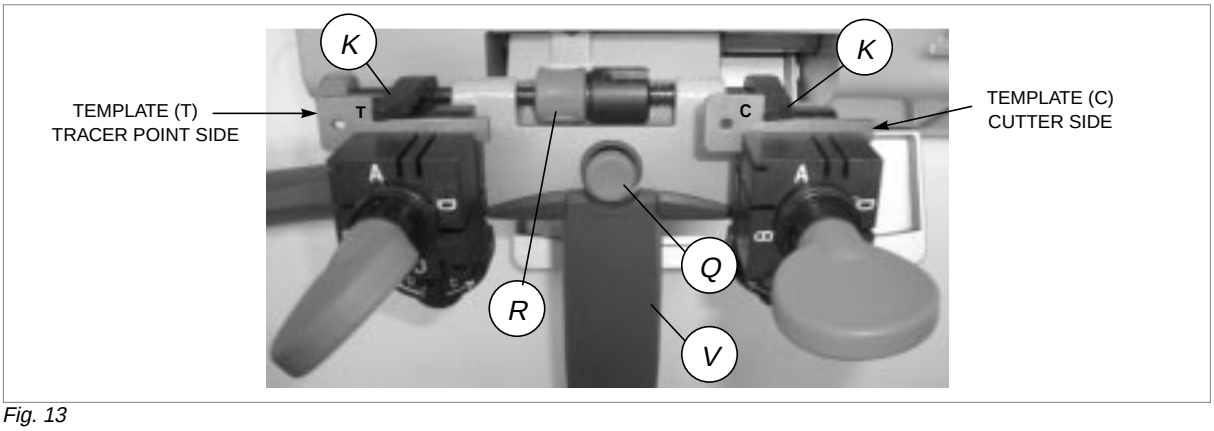

Fig. 13
3) Release the carriage by lowering the knob (V) and pressing the push button (Q) right down (fig.13).
1) Turn off the master switch (C) to operate safely and prevent activation of the cutting tool.
2) Position the electric contact templates on the clamps (fig. 13, page 14) and proceed as follows:
a) ensure that the keys adhere to the clamps and that the callipers (K) are in full contact with the stops.
b) to take the callipers into contact with the keys, rotate the drum (R) towards you (away from you to return to the ideal position).